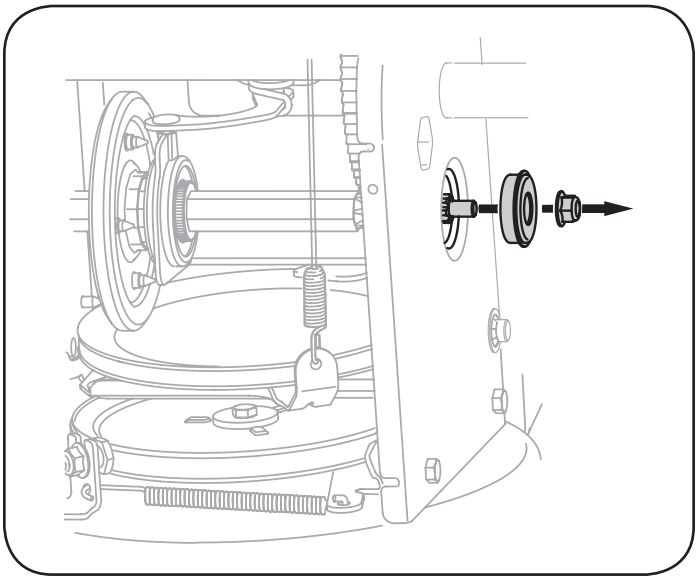

Figura 73
7. Con cuidado, ubique el eje hexagonal hacia abajo y hacia la izquierda antes de deslizar con precaución el montaje de la rueda de fricción fuera del eje. Vea la Figura 73.